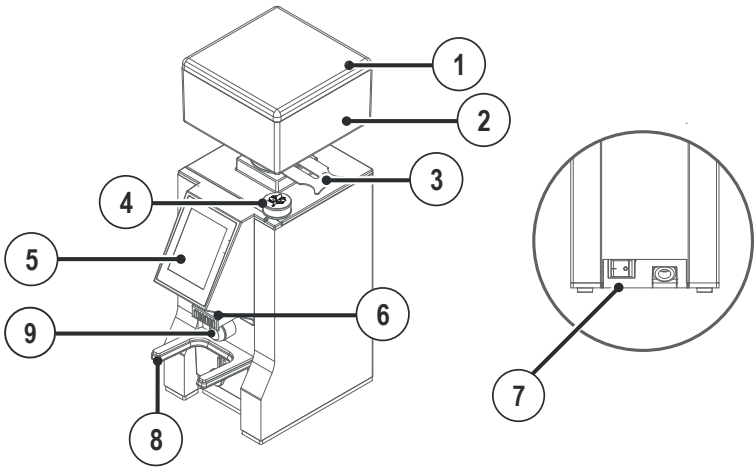
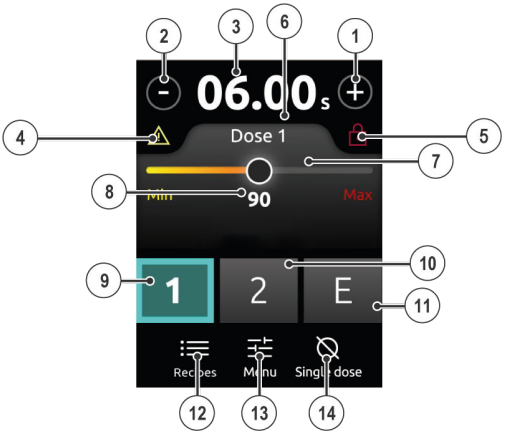

Fig. 5.1 - Beschreibung des Geräts
Fig. 5.2 - Hauptbildschirm
Zu den Geräteteilen siehe Fig. 5.1.
Für die Beschreibung des Displays, siehe Fig. 5.2.
Durch Drehen des Knopfs kann auf dem Hauptbildschirm der Abstand zwischen den Mahlscheiben für die gewählte Mahlart angezeigt werden (8 - Abb. 5.2).
- Den Schalter (7 - Fig. 5.1) in die Position Ein stellen.
- Die auszugebende Dosis mit den entsprechenden Tasten auswählen (9, 10, 11 - Fig. 5.2).
- Den Siebträger auf die Gabel (8 - Fig. 5.1) aufsetzen, dabei darauf achten, dass er sich genau unter dem Auslauf (6 - Fig. 5.1) befindet.
- Erneut die Taste gewählte Dosis oder die Fronttaste (9, 10, 11 - Fig. 5.2) (9 - Fig. 5.1) drücken.
Im Stoppzustand blinkt die Mahldauer auf dem Display (3 - Fig. 5.2).
Um die Dosierzeit auf den Anfangswert zurückzusetzen, 2 Sekunden lang auf die blinkende Mahldauer (3 - Fig. 5.2) drücken.
Über den Hauptbildschirm (Fig. 5.2) hat man Zugriff auf die folgenden Funktionen.
Um die gewählte Dosis zu verringern oder zu erhöhen, die Tasten + und - auf dem Hauptbildschirm (1, 2 - Fig. 5.2) drücken. Die Variation pro Einzeldosis beträgt 0,1 Sekunden.
Um eine kontinuierliche Veränderung der Dosierzeit mit steigender Tendenz zu erreichen, eine der Tasten + oder - (1, 2 - Fig. 5.2) gedrückt halten.
Um die Einstellung der Dosierzeit zu sperren, gleichzeitig + und - (1, 2 - Fig. 5.2) für 2 Sekunden drücken. Wenn die Einstellung der Dosierzeit blockiert ist, zeigt das Display das Symbol 🔒 (5 - Fig. 5.2) und die Tasten + und - (1, 2 - Fig. 5.2) werden dunkel.
Um die Einstellung der Dosierzeit zu entsperren, gleichzeitig + und - (1, 2 - Fig. 5.2) drücken und für 2 Sekunden gedrückt halten.
Um die einzustellende Dosis auszuwählen die Tasten 1, 2, E (9, 10, 11 - Fig. 5.2) drücken.